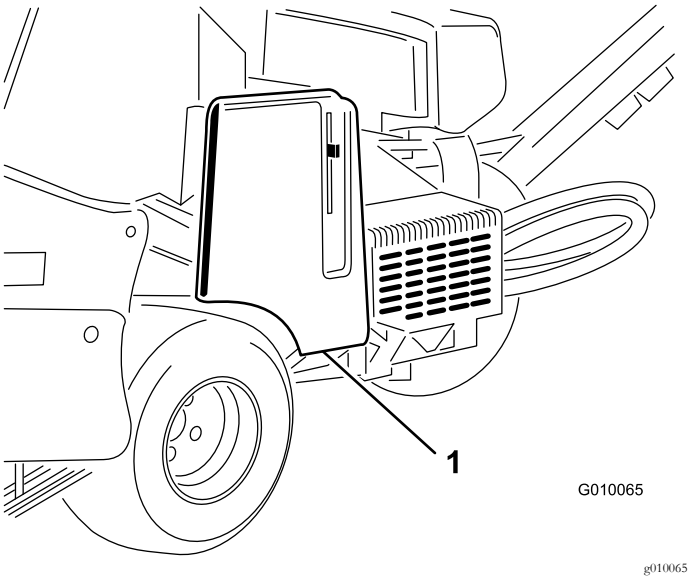

Rysunek 55
2. Odblokuj i zdejmij pokrywę paska (Rysunek 55).